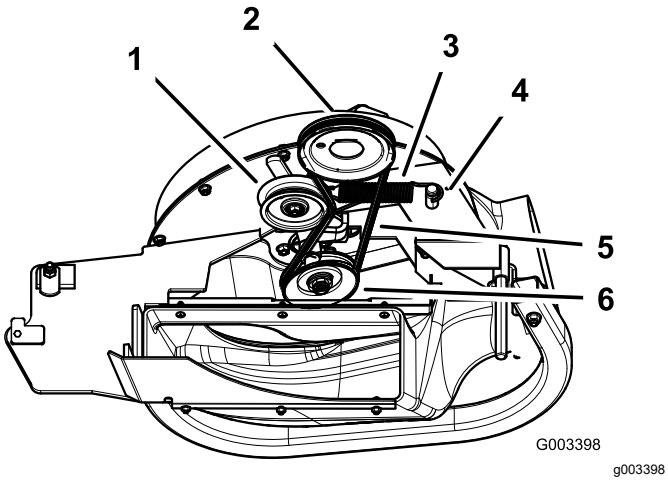

Figur 14
1. For maskinskjolde på 153 cm og 183 cm skal remmen sættes omkring blæserremskiven (Figur 14).